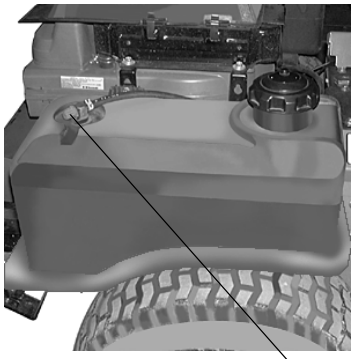

Figure. 4
7. **Fuel Shutoff Valve:** (See Figure 4.) Located on top of the fuel tank(s). When turned in a clockwise